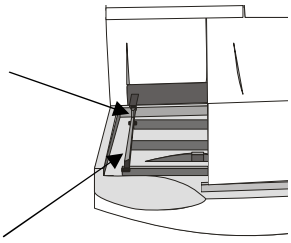

Figure 2-8
2.3.5 Install pusher（Figure2-8）